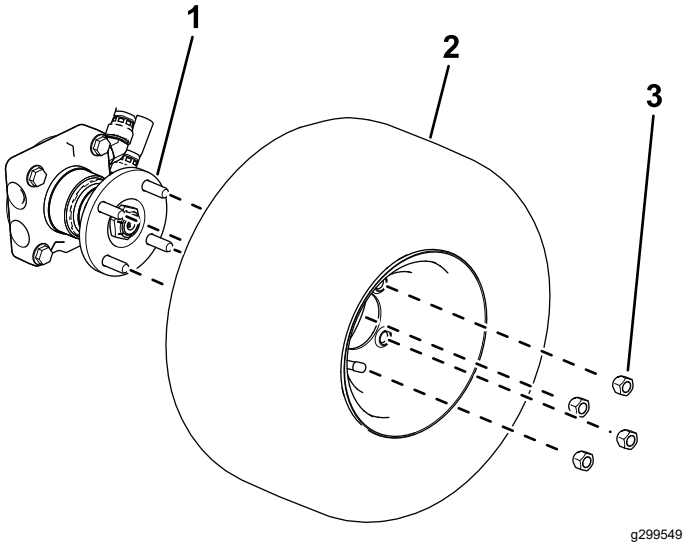

Bild 3
1. Verwenden Sie vier Radmuttern, um das Rad an der Radnabe zu befestigen (Bild 3).